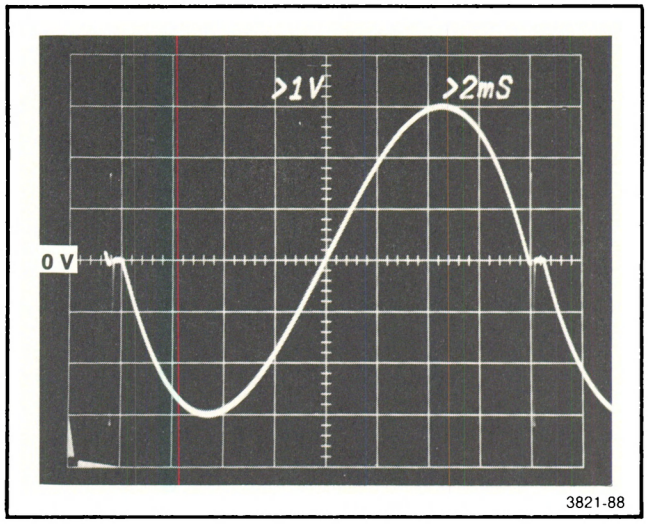

Fig. 7-19. Proper vertical 'S' waveform at TP235 on A8A2.
to 1 V/div. Use the Ch 1 Variable Volts/Div control for adjusting the waveform amplitude. See Fig. 7-19.
j. CHECK—for proper vertical 'S' waveform as shown in Fig. 7-19. If necessary, readjust R328 to make the start and end of the 'S' waveform coincide with 0 V. Readjust R324 so the plus and minus amplitudes are equal.
k. Connect the test oscilloscope Ch 1 10X probe to TP243 on A8A2 and check that the vertical 'S' waveform is the same as shown in Fig. 7-19 except of opposite polarity.